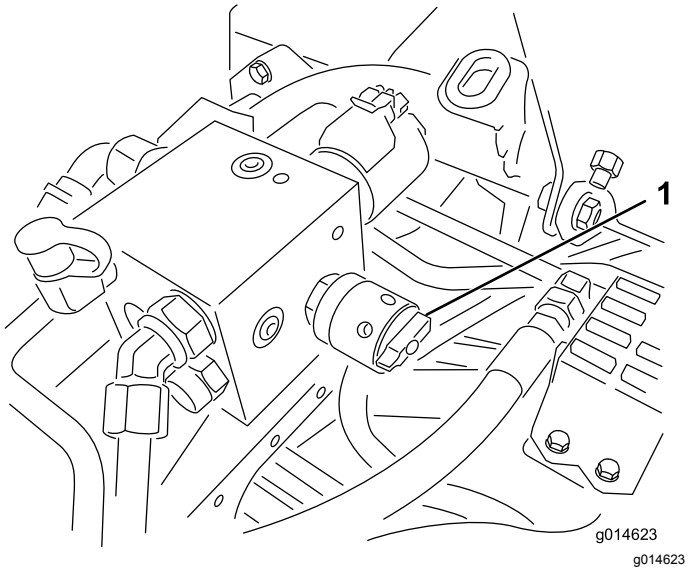

Figur 35
4. For å stille inn spolehastigheten, vri knotten (Figur 35) til indikatorpilene er i linje med tallet som angir ønsket innstilling.